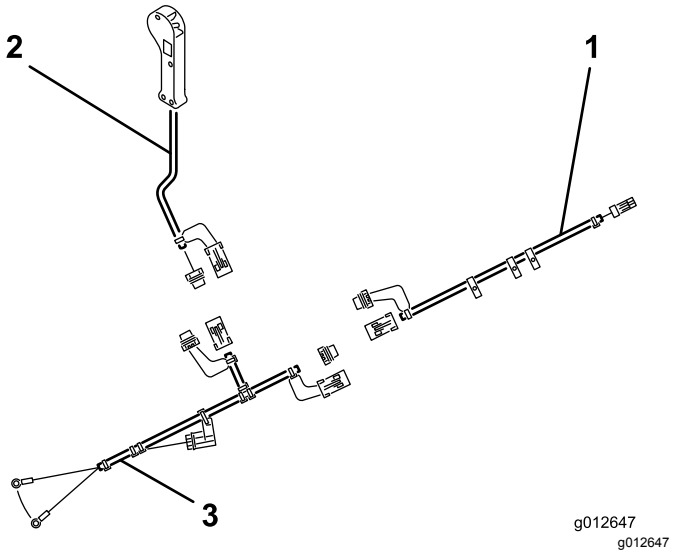

Figur 7
1. Koble overgjødslerens ledningssats til maskinens strømkontakt på solenoidventilen (Figur 7).